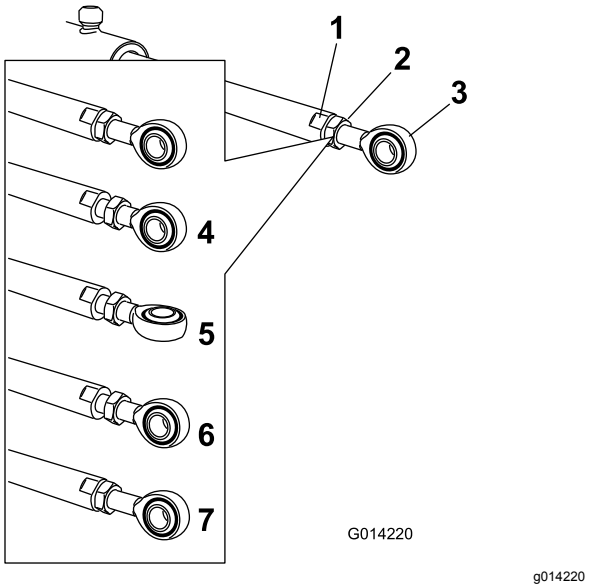

Figur 59
5. Använd en skiftnyckel på manövreringsstångens platta sidor för att hålla fast den och lossa sedan kontramuttern så att du kan reglera öglestången (Figur 59).
6. Vrid öglestången i manövreringsstången för att förkorta eller förlänga det utökade manövreringsorganet till önskat läge (Figur 59).